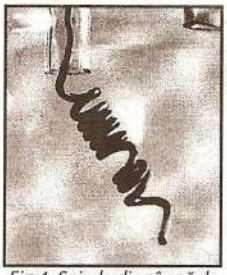

Fig.4. Spirala din sârmă de cupru
- Răsucește o sârmă de cupru în formă de spirală (fig. 4).